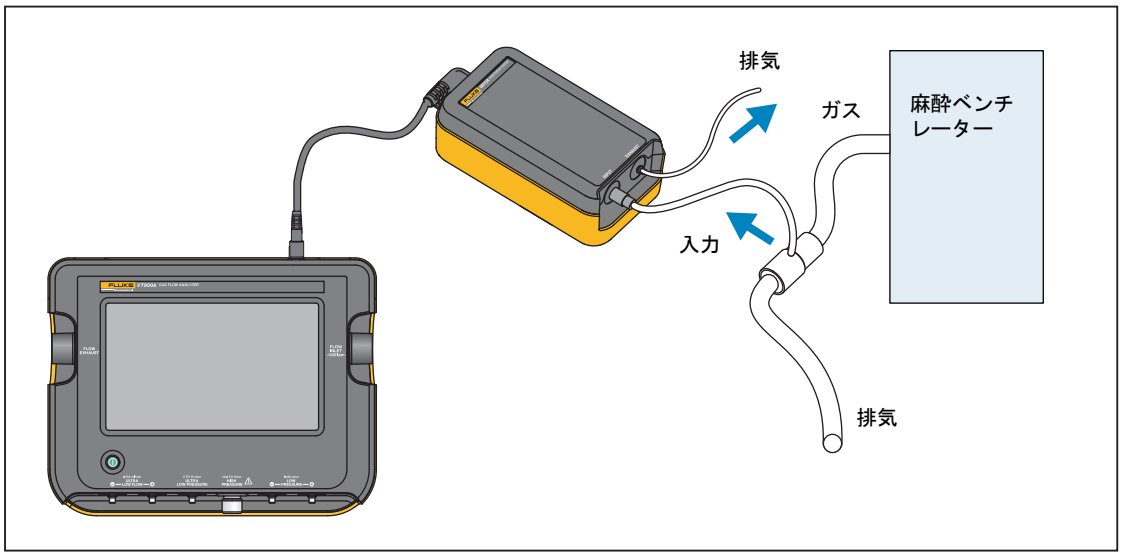

図 4. 麻酔ガス接続
VAPOR 接続を図 4 に示します。
1. VAPOR に以下の接続を行います (図 4 を参照)。